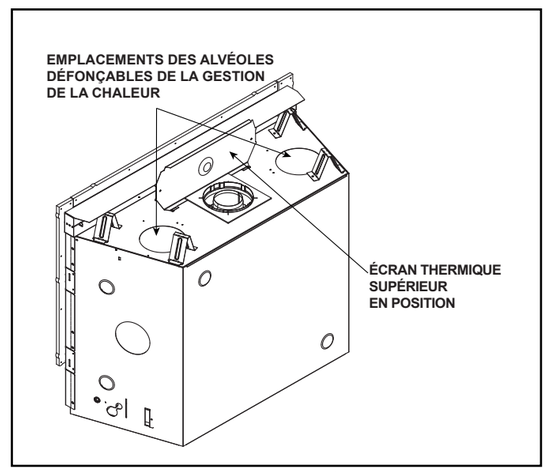

Figure 6.2 RAVE42-IFT-B B / RAVE36-IFT-B - Écran thermique supérieur en position
2. Pliez l'écran thermique à 90 degrés vers le haut, comme il est indiqué à la figure 6.2.
- Localisez les deux orifices d'accès du système de gestion de la chaleur en haut de l'appareil. Il faut installer un ou deux ensembles Heat-Zones® au gaz. Voir la figure 6.2. Retirez les alvéoles défonçables de l'appareil à l'aide de cisailles de ferblantier.